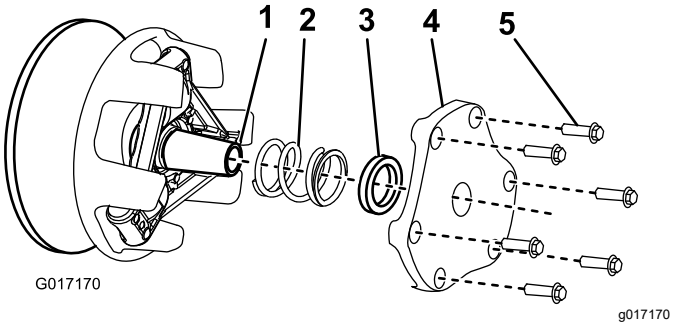

Rysunek 50
4. Zdejmij i odłóż na bok pokrywę, podkładkę dystansową i sprężynę (Rysunek 50).